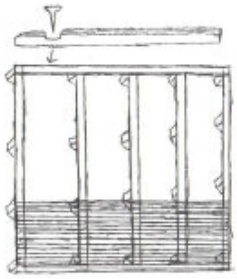

Abb. 3. Fundamentrahmen, Bodenbalken und erste Bohlenlage.
- Die erste Lage wird am Fundamentrahmen festgeschraubt. Lassen Sie die unterste Bohle 3–5 mm über den Fundamentrahmen überstehen, damit Regenwasser abtropft und nicht unter die Wand läuft (Abb. 3).